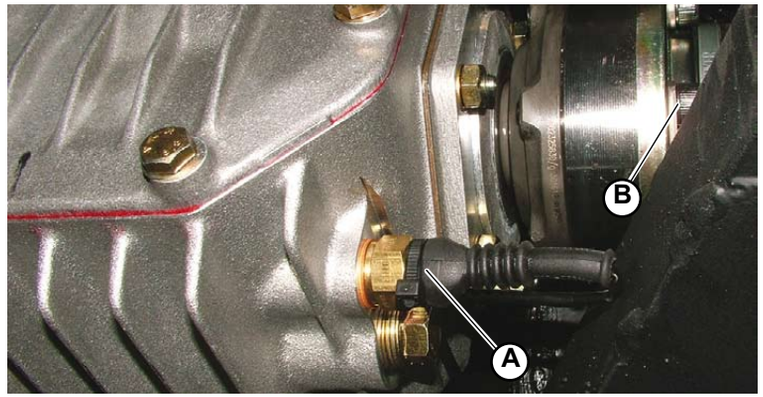

Fig.1
1. Disconnect the oil temperature sensor's plug (**A-Fig.1**).
2. Remove the axle shaft screws (**B-Fig.1**).